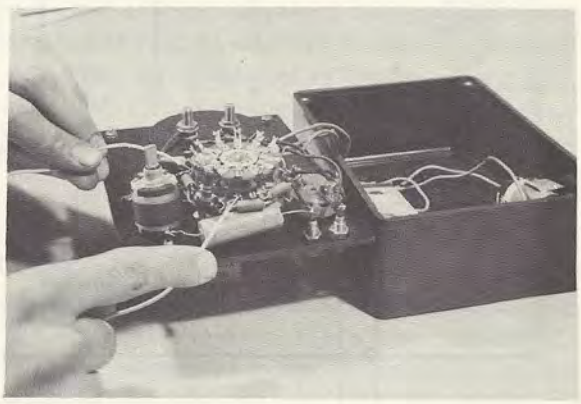

Fig. 8-14
5. With the 6-inch lead that you just prepared, short out the 80.1 k-ohm resistor R_4, as shown in Fig. 8-14.